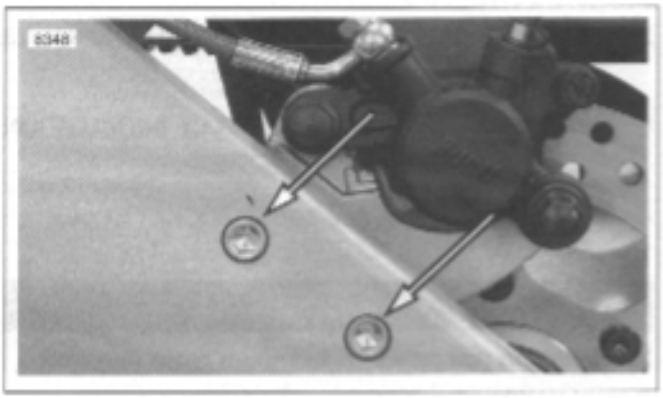

Figure 2-19. Rear Brake Caliper Carrier Fasteners
1. See Figure 2-19. Remove caliper carrier from swingarm by removing caliper carrier fasteners. See 2.15 REAR BRAKE CALIPER.
6. Tighten pinch fastener (2) on right side of swingarm to 40-45 ft-lbs (54-61 Nm).
7. See Figure 2-19. Install caliper carrier and tighten fastener to 24-26 ft-lbs (32-35 Nm). See 2.15 REAR BRAKE CALIPER.